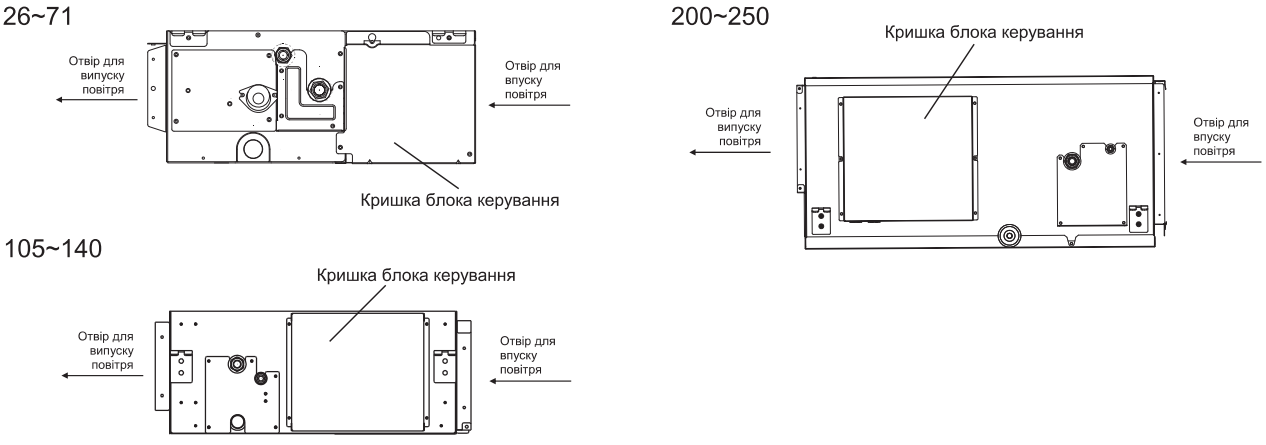

Рис. 6.1 Знімання гвинтів на блоці керування
- Під час закріплення проводів використовуйте матеріали, що постачаються в комплекті (див. рис. 6.1), щоб запобігти надмірному зовнішньому тиску на з'єднання проводів. Надійно зафіксуйте затискачі.
(1) Викрутіть гвинти на блоці керування, див. рис. 6.1.
(2) Під'єднайте шнур живлення та провід заземлення до головної клемної коробки.
(3) Під'єднайте провід пульта дистанційного керування до додаткової клемної коробки.
(4) Підключіть джерело живлення внутрішнього та зовнішнього блоків до головної клеми.
(5) Надійно закріпіть провід у панелі керування за допомогою затискача.
(6) Після під'єднання проводів герметизуйте отвір для проводів за допомогою ущільнювального матеріалу (і кришки), щоб запобігти потраплянню конденсату й комах до блока керування.
(7) після завершення робіт встановіть кришку електричної коробки на місце.